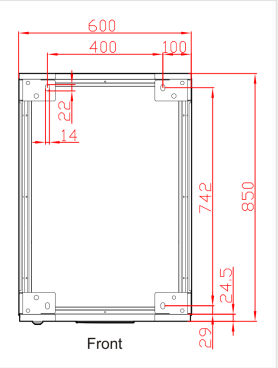

FIGURE 2-3 Floor fixing holes, mm, seen from above
2. Drill 4 holes of 14 mm in the floor at the fixing holes of the cabinet (Figure 2-3).